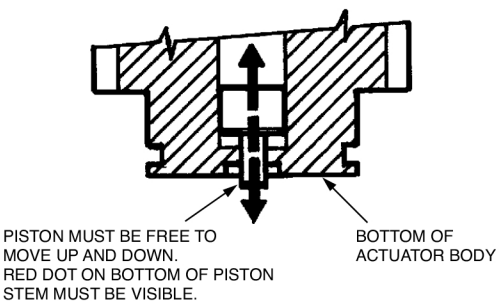

FIGURE 4
14. Make certain piston on bottom of actuator is free to move up and down. See Figure 4. **NOTE:** If pin is not visible in bottom hole of actuator, the piston has been re-installed incorrectly. Red dot on bottom of piston stem must be visible from bottom of actuator. Disassemble and correct.
Before installing electric actuator to top of CV-98 valve, make certain piston in bottom of actuator is free to move up and down. Refer to Figure 4.